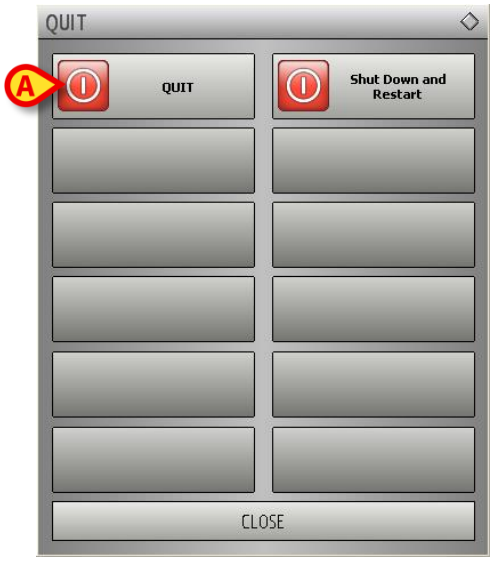

Fig 46
Another menu is displayed (Fig 46).
- Click the **Quit** button again (Fig 46 **A**).